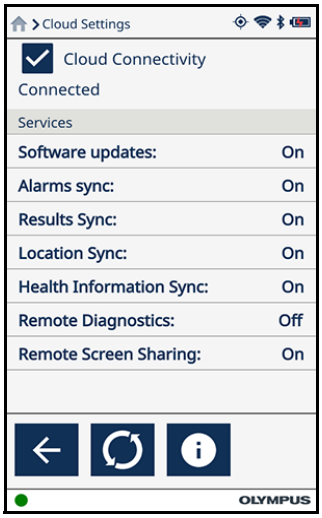

Рис. 4-9 Vanta подключен к облачному сервису
4. После аутентификации с помощью PIN-кода экран **Парам-ры облака** подтверждает подключение прибора к облачному сервису (см. Рис. 4-9 на стр. 119).